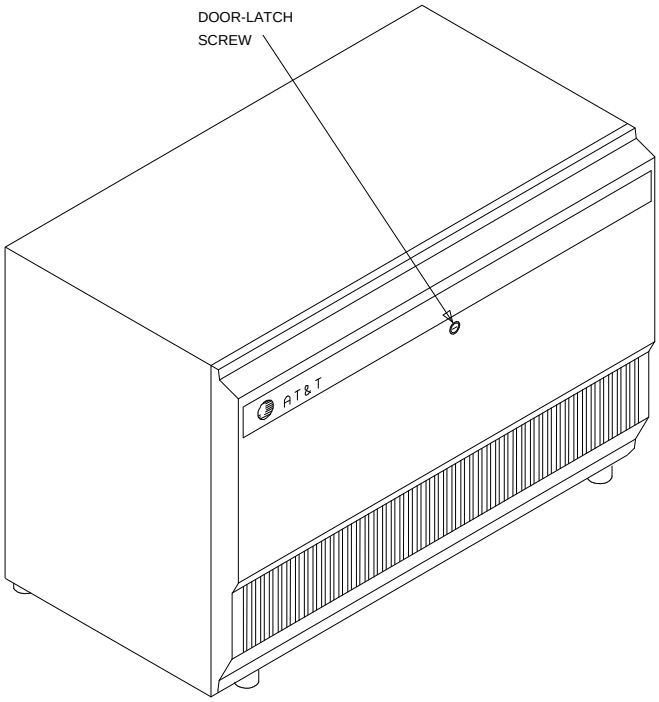

Figure 1-2. Location of Door-Latch Screw for G3r V4 Cabinet
1. Use a screwdriver, and turn door-latch screw counterclockwise one quarter turn to release door (see Figure 1-2).